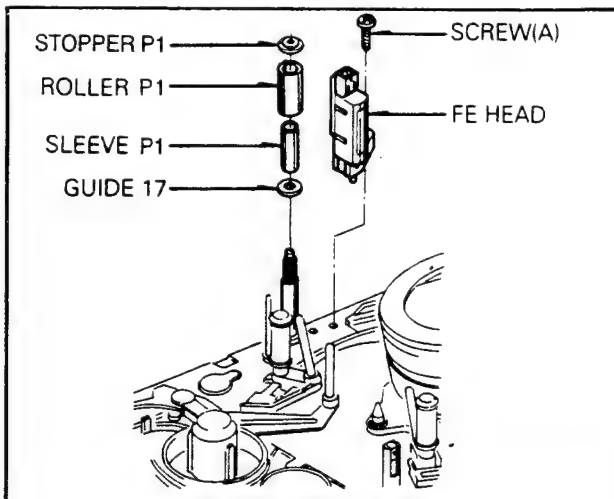

Fig. B-11 FE Head/P1
1) When reassembling, align the hole(A) of Pinch Gear with the hole of chassis, and the hole(C) of Pinch Gear with the groove(D) of the P.C.Gear. Hole(E) of chassis should be aligned with the hole of P.C.Gear.
11. FE(Full Erase) Head Assembly(Fig. B-11) (Optional Item)
12. P1 Assembly(Fig. B-11)